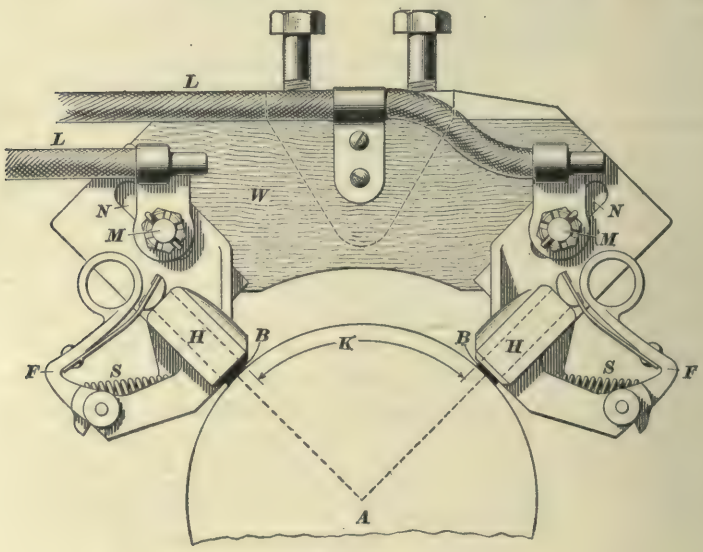

FIG. 14.
**8.** Fig. 14 shows the brush holder used on the G. E. 1000 motor. In this figure, *A* is the commutator, *B*, *B* the motor brushes, *H*, *H* the brush holders proper, made of brass, *W*
then, must be set so that there are a little more than one quarter of 93 bars in between their centers; $\frac{1}{4}$ of 93 = $23\frac{1}{4}$ bars, and a little over. Now, when the brushes are in the motor, it is rather hard to count bars from their centers, because their centers are hard to see, so the brush inspectors have a practice of allowing for the thickness of the brush and then counting off between the inside edges, as shown at *K*, Fig. 14.
**10.** A brush holder gives the best results when it is set as near the commutator as it can without rubbing it. If it is too far away from the commutator, it will chatter badly and cause some sparking, which may not be seen, but which will shorten the life of the brush. As the commutator wears and is turned off, of course, it gets smaller and, therefore, farther away from the brush holder; in such a case, the only thing to do is to loosen up nuts *M*, *M*, Fig. 14, and slide the casting *H* down nearer to the commutator; nuts *M*, *M* must, of course, be tightened again, to secure the holder in its new position.
**12.** Another reason why the brush holder is liable to strike the bar ear or head, is due to the fact that the new wooden yoke *W*, Fig. 14, may be too thick or too thin. If the wooden yoke is fastened to the inner side of the commutator opening, as in the case of the G. E. 1000 motor, it will give trouble if it is too thin; but if, as is the case on some other motors in use, the wooden yoke is on the outer side of the opening, the yoke will give trouble if it is too thick. Still another source of the same trouble is to be found in the variations of castings made by different foundries. It is a well known fact that the dimensions of a casting are less than those of the pattern from which the casting is made. The casting shrinks, and the amount it shrinks is called the shrinkage for that particular metal. Now, in some cases, where a pattern is used a great deal, it is a great advantage to have the pattern itself made of metal. To do this, the pattern is first made of wood and a casting is then taken from it; this casting is then finished up to be used as a pattern from which the article to be used is taken. There are cases on record where the article to be used has, through error, been taken from the wooden pattern, in which case the article was too large,